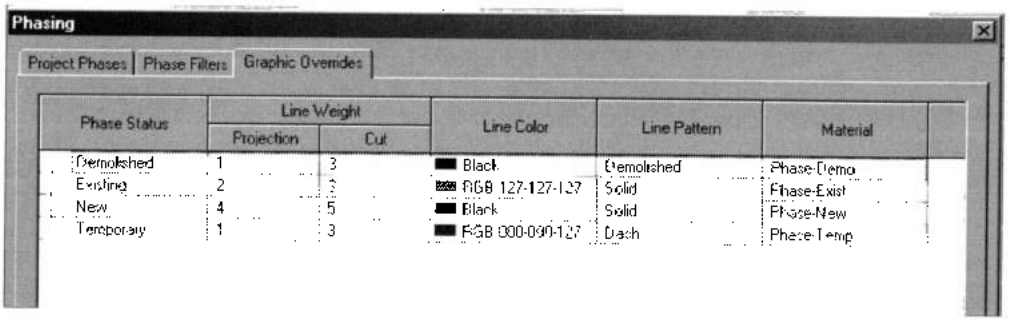

Рис. 29.5. *Внешний вид в зависимости от фильтра стадий*
Создание переопределений. Вкладка **Graphic Overrides** (Переопределение графики) (рис. 29.5) бокса **Phasing** (Формирование стадий) позволяет задать графическое отображение компонентов на видах в зависимости от времени создания и сноса этих компонентов. Ее структура та же, что и в боксе Object Styles (см. рис. 3.8). Для переопределения графики необходимо, щелкая на соответствующих полях, задать графику для новых, временных, снесенных и существующих элементов.
2. Если перед началом работы над проектом уже существуют отдельные компоненты модели здания, значение параметра **Phase Demolished** (Стадия сноса) в свойствах вхождения в текущей стадии *New Construction* должно быть *Existing*. Если эти компоненты имеют значение по умолчанию *None*, выделить их и выбрать для них значение *Existing*. При выделении большого числа компонентов можно использовать рамку, а затем исключить из выделения с помощью фильтра те из них, которые прямо не связаны со стадиями (марки, ярлыки, размеры, текст и др.). После перемещения в более раннюю стадию выбранные компоненты отображаются в сером цвете, согласно переопределению (см. рис. 29.5).